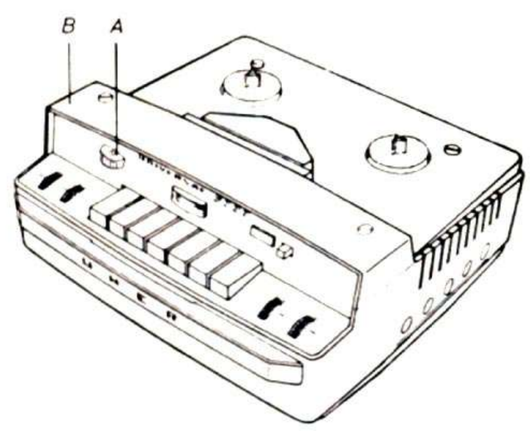

Fig. 2
b) Gehäuse gemäß Abb. 2.
b) Case according to fig. 2.
b) Boitier selon fig. 2.